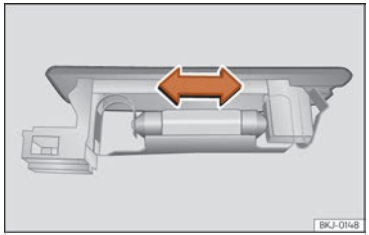

Fig. 170 Llum del maleter.
- Premeu la bombeta lateralment i extraieu-la de l'allotjament ››› fig. 170.